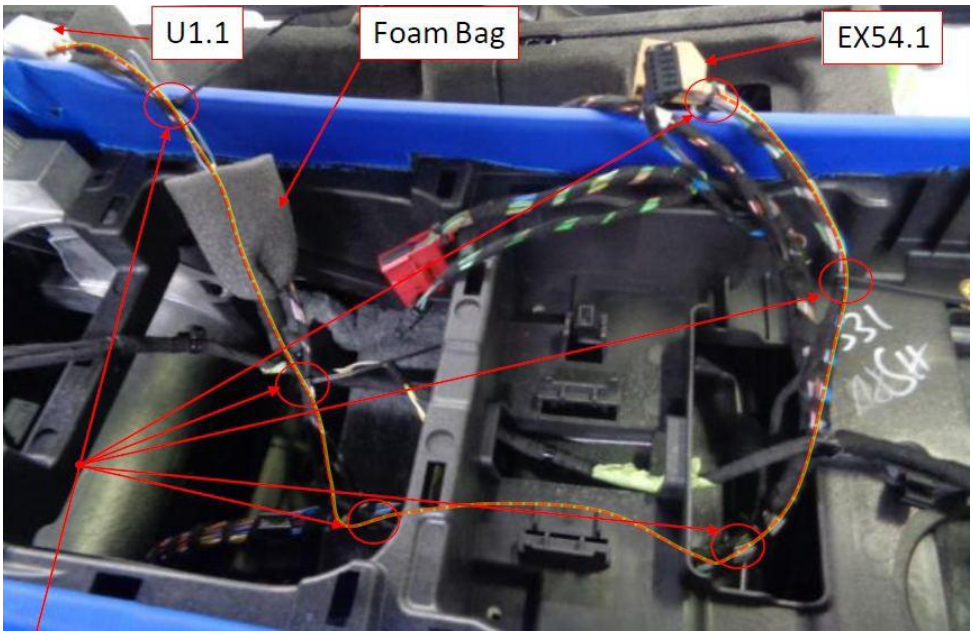

Figure 15
- Secure the link harness using micro cable ties TIP: Referring to Figure 15 - Ensure the link harness is positioned as shown, also ensure the cable ties are fitted at the locations shown (*TIP: Cut off the excess cable tie tails*)